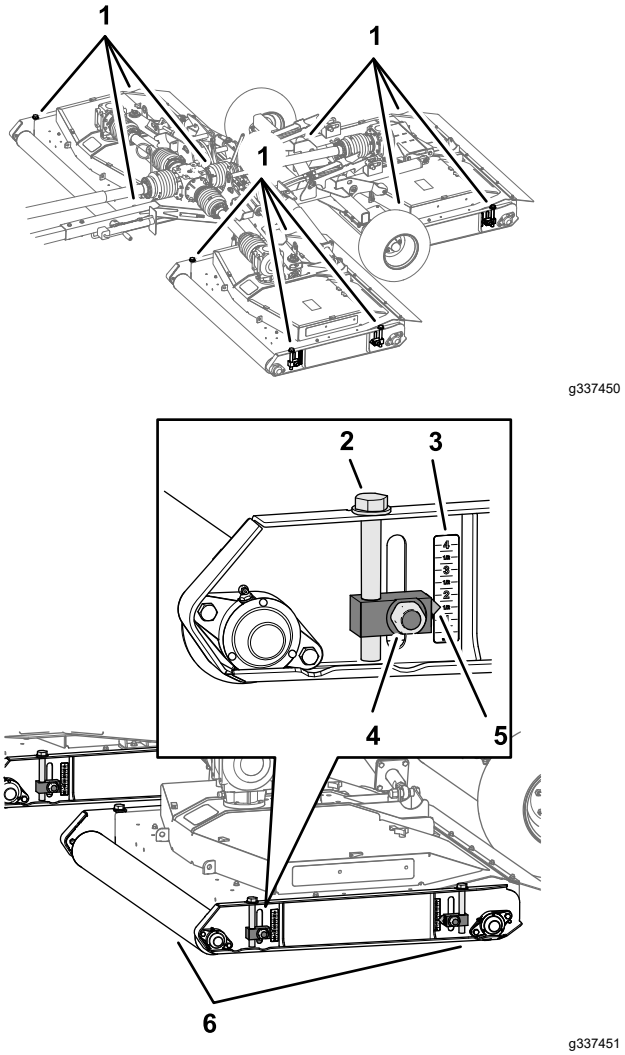

Figuur 41
3. Maak de 4 borgmoeren los waarmee de 4 maaihoogteregelaars (Figuur 41) van het maaidek zijn bevestigd.